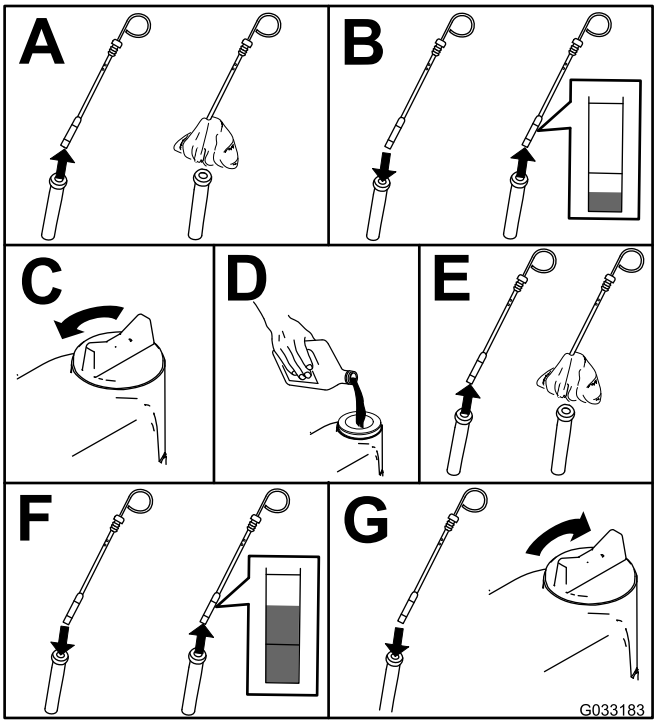

Bild 48
2. Prüfen Sie den Ölstand im Motor (Bild 48).